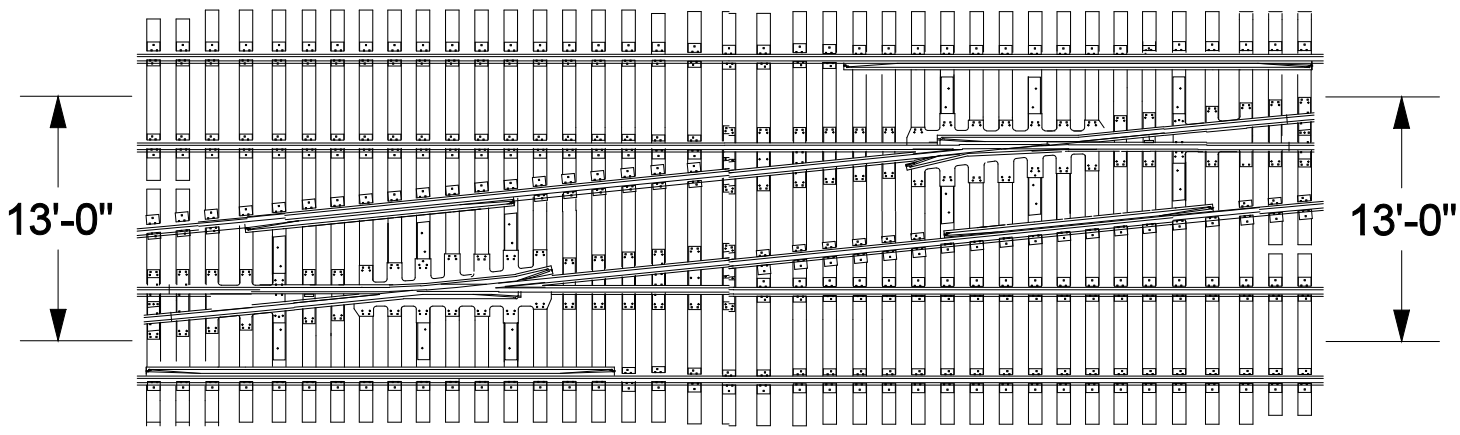

Figure 2-N
- Spike the ties to the same track center measurement as the track they connect. An example is shown in Figure 2-N.
- Align the tracks approaching the crossover switch to the same track center measurement as the last long switch tie on each end of the crossover, as shown in Figure 2-N.